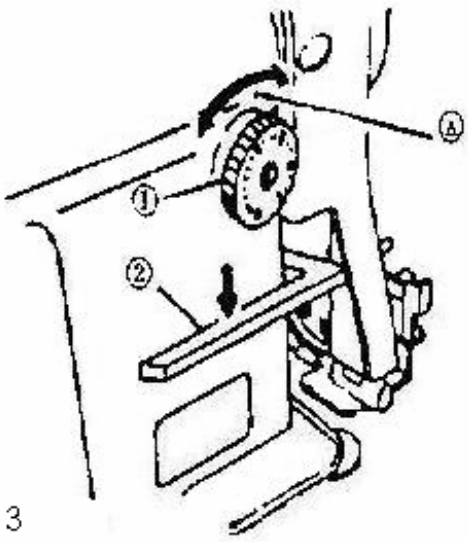

Рис. 13
7. РЕГУЛИРОВКА ДЛИНЫ СТЕЖКА (Рис. 13)